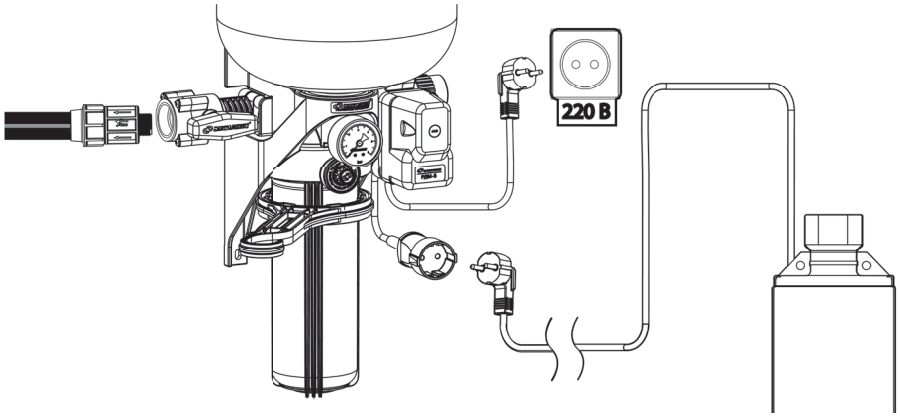

Рисунок 3
**9.** После монтажа насоса и проверки качества соединения КРАБ-Т с трубопроводом системы водоснабжения, подключите электрокабель от насоса к розетке КРАБ-Т, а питающий электрокабель КРАБ-Т – к сети 220 В (рисунок 3). КРАБ-Т готов к работе.